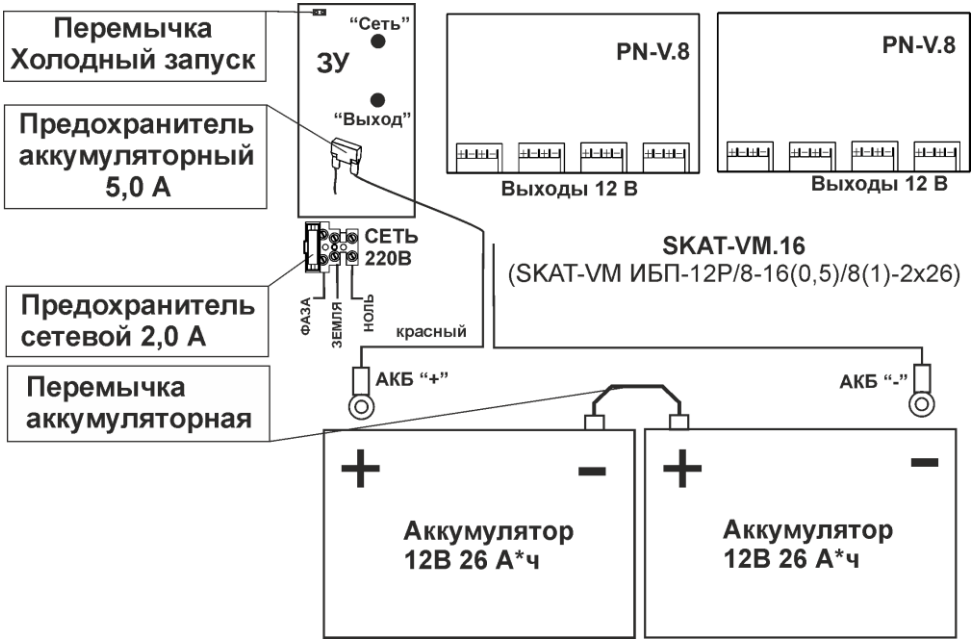

Рисунок 3 - Расположение органов коммутации, управления и защиты в изделии
- подключите, соблюдая фазировку, сетевые провода к соответствующим клеммам колодки «СЕТЬ» (см. рисунок 3);
- проверьте правильность произведенного монтажа в соответствии с назначением клемм подключения и схемами подключения (рисунок 3, 4);
- заряженных аккумулятора в батарею (см. рисунок 3);